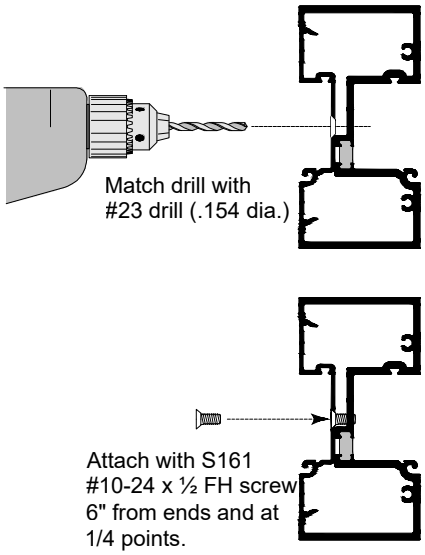

Fig. 27.2
H. Match drill the vertical mullion through the vertical pocket closure with drill #23 (.154 dia) pilot hole for #10 screw. Fasten pocket closure to mullion with S161 #10-24 x 1/2" UC FH. SEE Fig. 27.2.